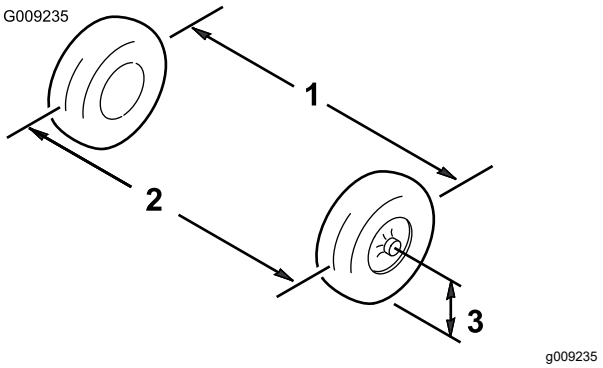

Figur 57
1. Mål afstanden mellem begge fordækkene ved akselhøjden ved både forsiden og bagsiden af fordækkene (Figur 57).